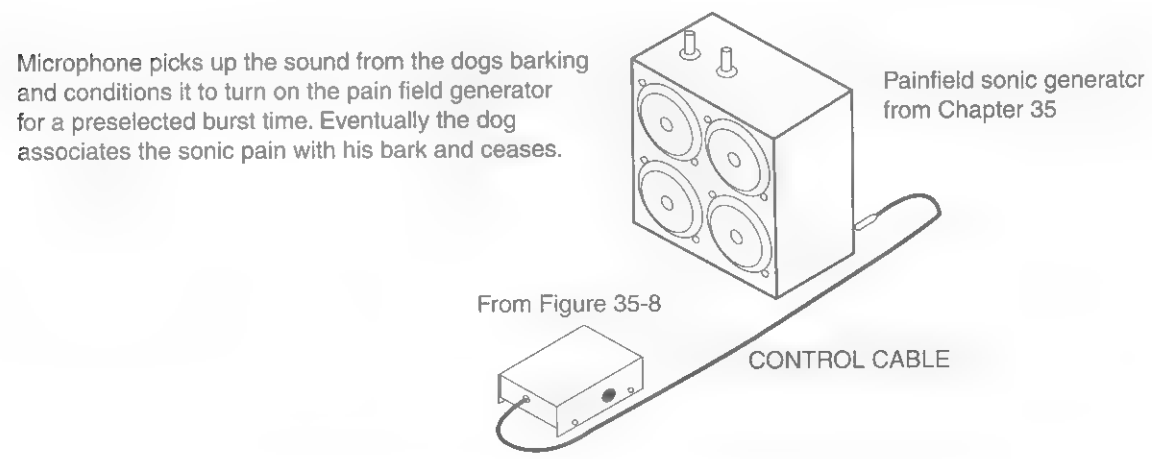

Figure 34-9 *Systems view*
10. Once the controller operation is verified, you may connect the system as shown in Figure 34-9. You will need a properly working sonic pain-field generator, as described in Chapter 35.